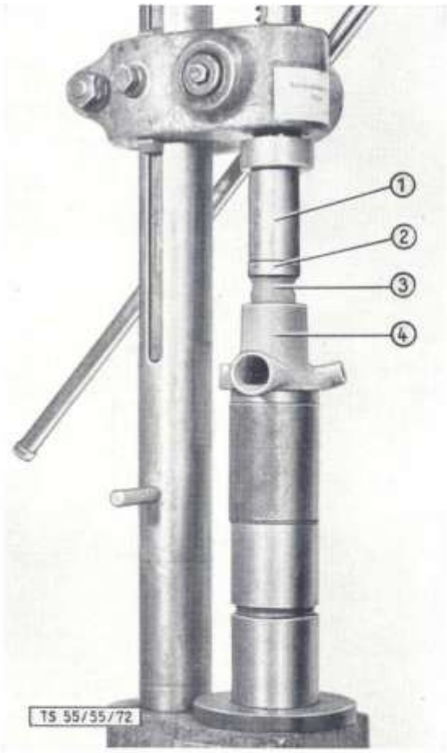

Bild 74: **Einpressen der vormontierten Wasserpumpenwelle im Pumpengehäuse**
3. Die so hergerichtete Pumpenwelle samt Lager im Wasserpumpengehäuse einpressen (Bild 74).